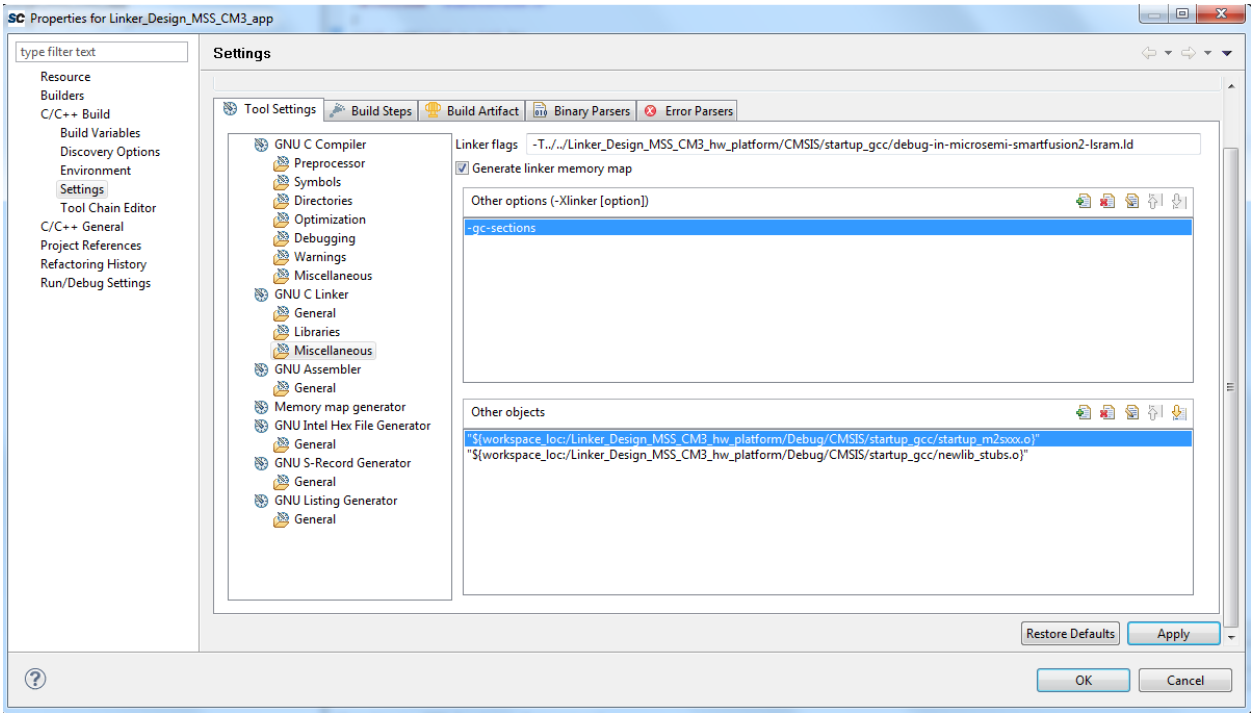

Figure 17 **• Selecting Linker Script for Implementation1**
1. To run implementation 1 that includes running only in LSRAM, select the linker script as shown in Figure 17